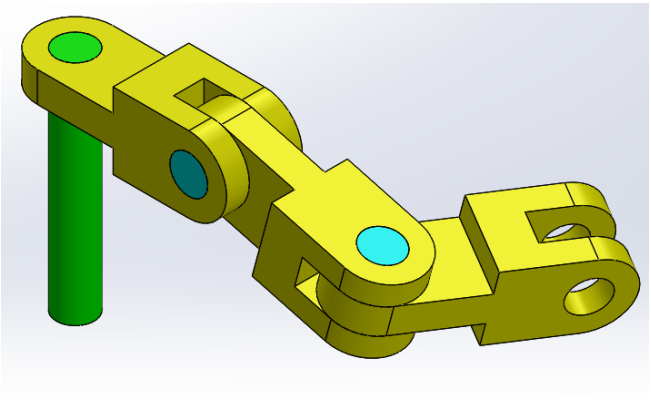

Figure 14 *The arrangement of parts after applying constraints*
4. Now apply the Concentric and Coincident constraints between parts. The arrangement of parts after applying the constraints is shown in Figure 14.